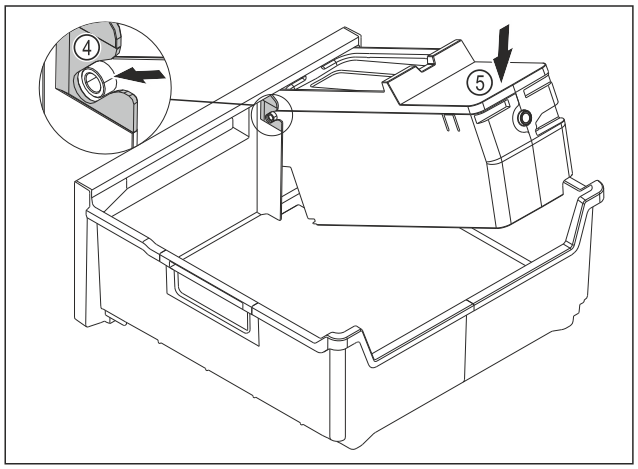

Fig. 149
▶ Montera EasyTwist-Ice-enheten: Skjut in axlarna på EasyTwist-Ice-enheten i styrningarna *Fig. 149 (4)*.
▶ Tryck EasyTwist-Ice-enheten *Fig. 149 (5)* baktill nedåt.